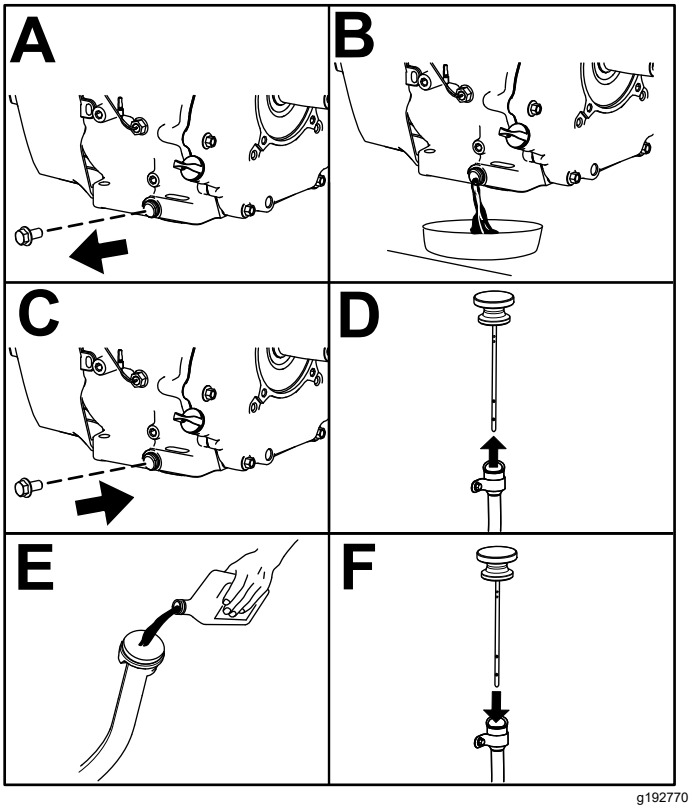

Figur 42
6. Skift motoroljen som vist i Figur 42.